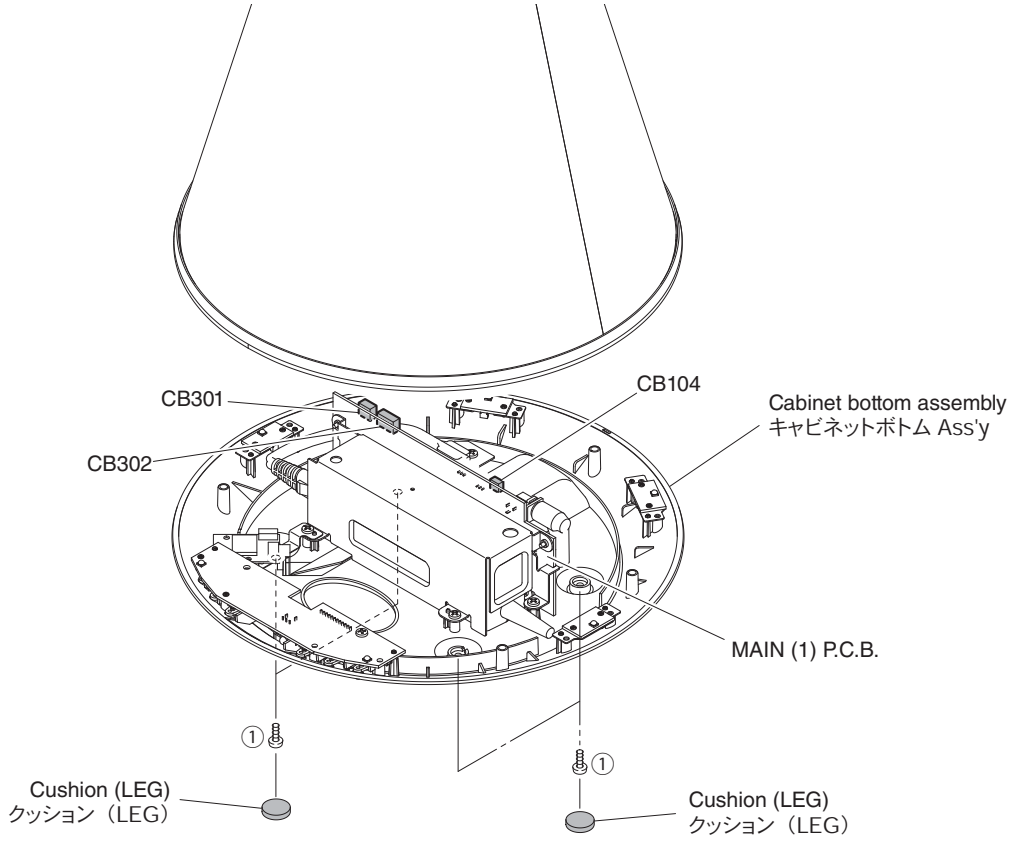

Fig. 1
1. Removal of Cabinet Bottom Assembly (Fig. 1)
b. Remove 4 screws (①).
1. キャビネットボトム Ass'y の外し方（Fig. 1）